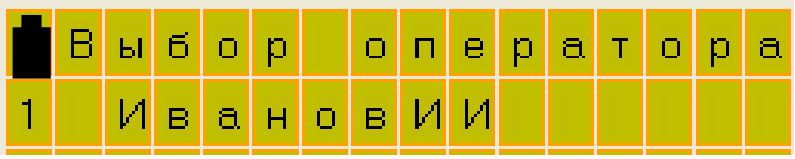

Рисунок 16
2.4.9.1 Включить питание изделия, нажав кнопку **ВКЛ**. По включению питания ПЛОТ-3Б-1Р после инициализации системы с помощью кнопок ▲, ▼ выбрать имя оператора. Нажать **ВВОД** (см. рисунок 16).